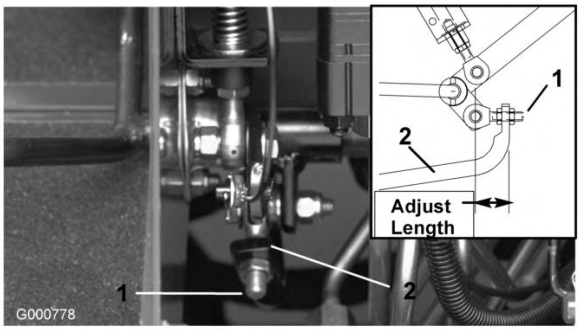

Figura 70
4. Ajuste as porcas de segurança na extremidade da barra da bomba para mover o tubo de controlo da bomba para a frente e eliminar o risco de deslizamentos para a frente e para trás (Figura 70).